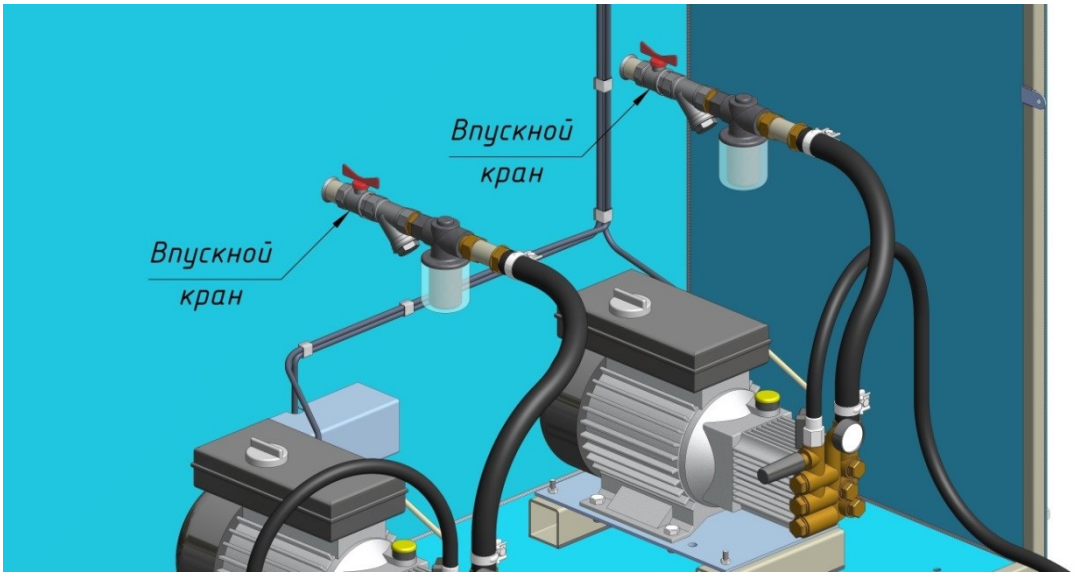

Рисунок 5
4.8. Эксплуатация ПМК «Торнадо» без воды категорически запрещена, поэтому первоначально необходимо открыть впускной кран и подождать несколько минут, чтобы вода поступила во всасывающий трубопровод (смотри рис. 5).